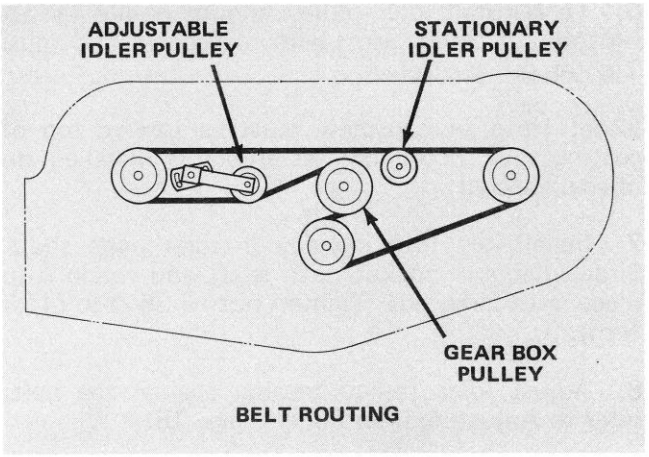

Figure 43
6. Install new belt around gear box pulley, spindle pulleys, stationary idler pulley and adjustable idler pulley (Fig. 43).